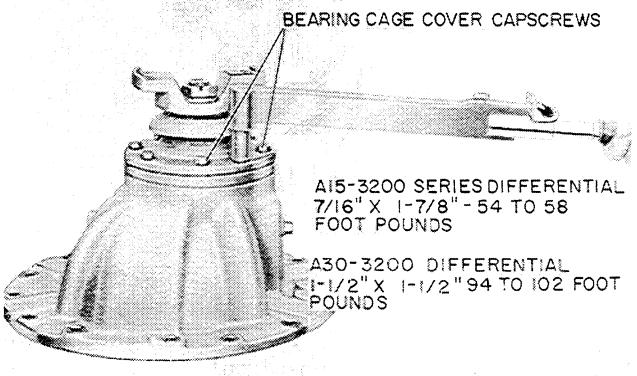

Figure T-58
11. Install the pinion cover cap screws and torque evenly to the correct foot pounds, Figure T-58.